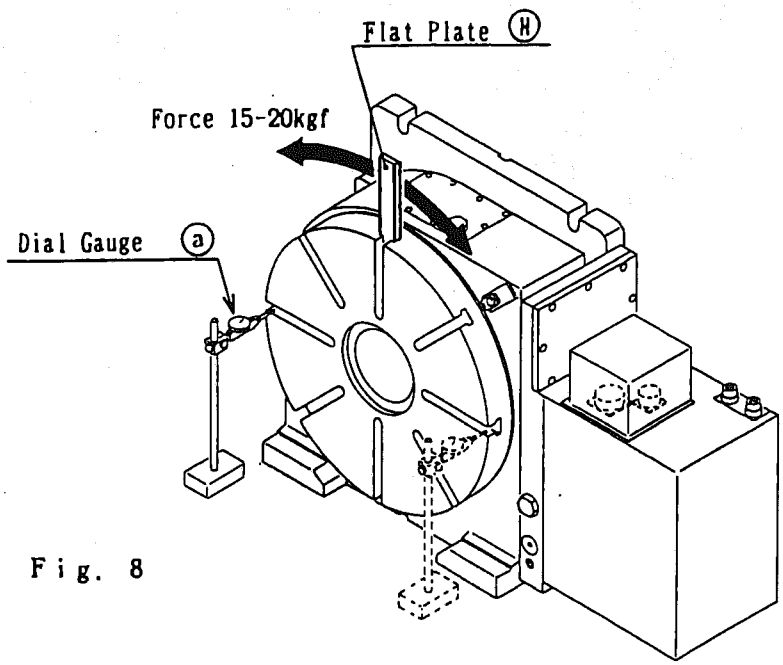

Fig. 8
The measurement is to be done at eight spots of every 45° of table (Please see fig. 8 for <A> & <H>) .
(2) Loosen the screw.2 off.on Eccentric Side Cover  and remove the cover.
(3) Loosen Eccentric Housing Clamp Screw <c> slightly. (one to two turns tap)
(4) Pull Blankplug <d> out.
(5) Loosen Eccentric Housing Fix Screw <e> under the Blankplug by 2-3 turns tap and slightly tap the head of the screw to release Clamp Piece <f>.thus the eccentric housing becomes free to be adjusted.
(6) Preset dial gauge <a> as Fig.8 shows and loosen Backlash Adjust Screw <h> tighten Screw  in CW direction.then the housing starts turning and the backlash between worm screw and worm wheel is getting closer to 0.